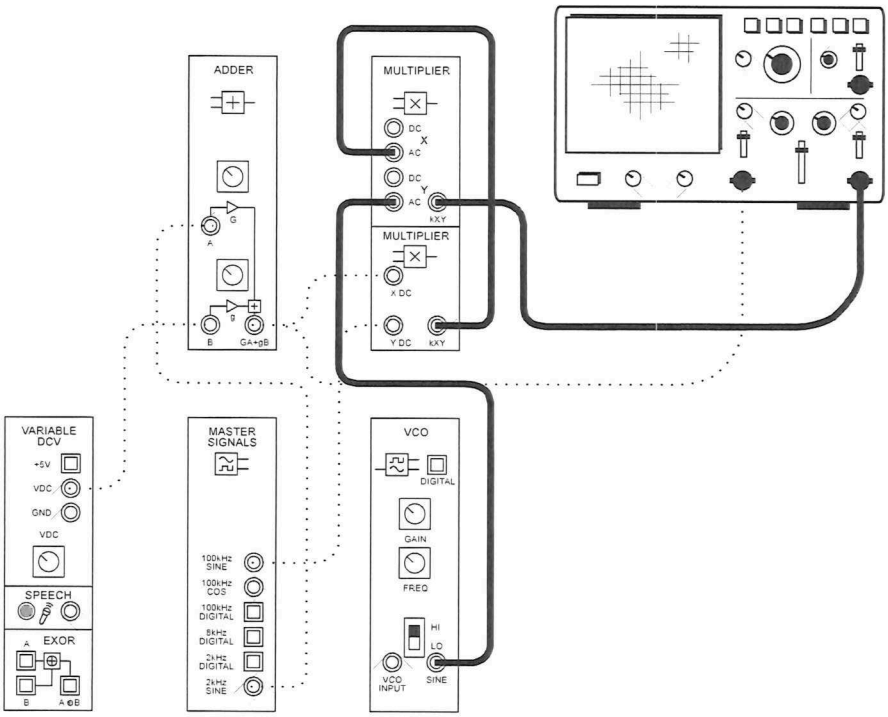

Figure 4
28. Modify the set-up as shown in Figure 4 below.